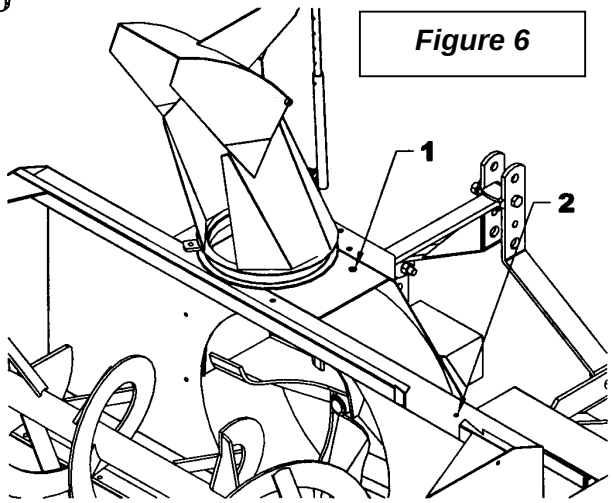

Figure 6
1. Retirer le manchon de rotation (item 16) en enlevant le boulon et l'écrou (item 17).
2. Fixer la chute avec les trois plaques de retenue, avec six boulons 1/2" x 1 1/4" (item 9) et des écrous à bride rainurée (item 12).
3. Aligner le fer plat de fixation (item 2) avec les deux trous supérieurs du bâti (fig. 6, items 1-2) tel qu'illustré sur la figure 1. Fixer avec un boulon 3/4"NC x 2 1/2" (item 5), une rondelle de blocage (item 13) et un écrou (item 10) dans le trou près de la chute (fig. 6, item 1), et un boulon 1/2"NC x 1 1/4" (item 8), une rondelle plate 9/16" (item 15) et un écrou à bride rainurée 1/2"NC (item 12) dans l'autre trou (fig. 6, item 2).
4. Installer le support de la rotation manuelle (item 1) sur le fer plat de fixation (item 2) tel qu'illustré. Fixer sur le côté gauche avec un boulon 5/8" x 2 1/2" (item 6), deux rondelles plates 11/16" (item 14) et un écrou à bague de nylon (item 11), et sur le côté droit avec un boulon 1/2" x 1 3/4" (item 7) et un écrou à bride rainurée (item 12).
5. Réinstaller le manchon de rotation (item 16).